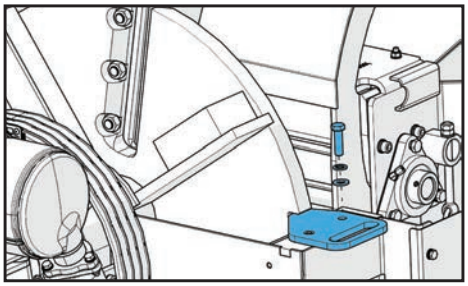

FIGURE 1
2. Tourner le volant pour orienter le couteau à la verticale et insérer la cale (FIGURE 1).